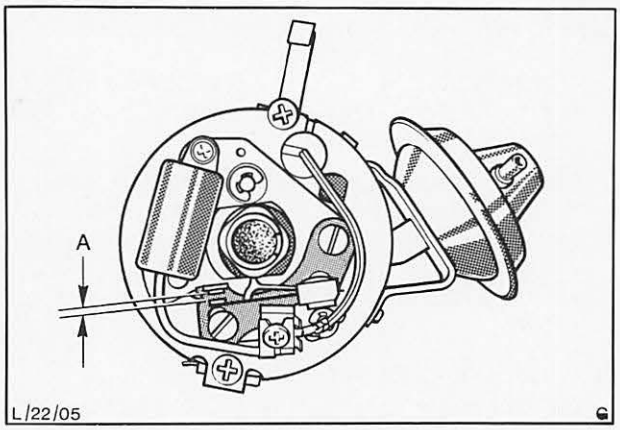

Abb. 35 A = Unterbrecherkontaktabstand
2. Schließwinkel (Kontaktabstand) prüfen und, falls erforderlich, einstellen, Abb. 35 u. 36.